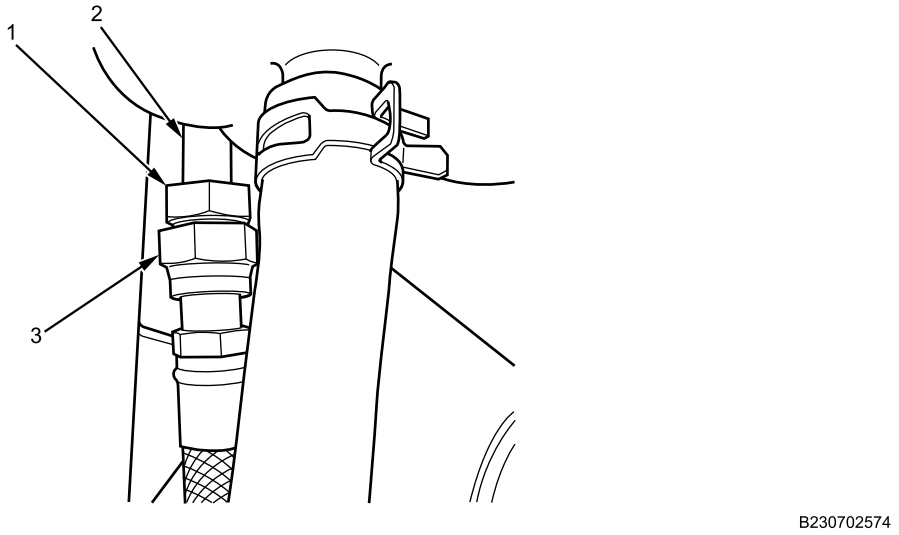

Figure 6. Upper Hose.
1. Install new O-ring on fitting (Figure 6, Item 1).
2. Hold fitting (Figure 6, Item 1) on cooler tube (Figure 6, Item 2). Install fitting (Figure 6, Item 3) securing upper hose to tube. Tighten securely.